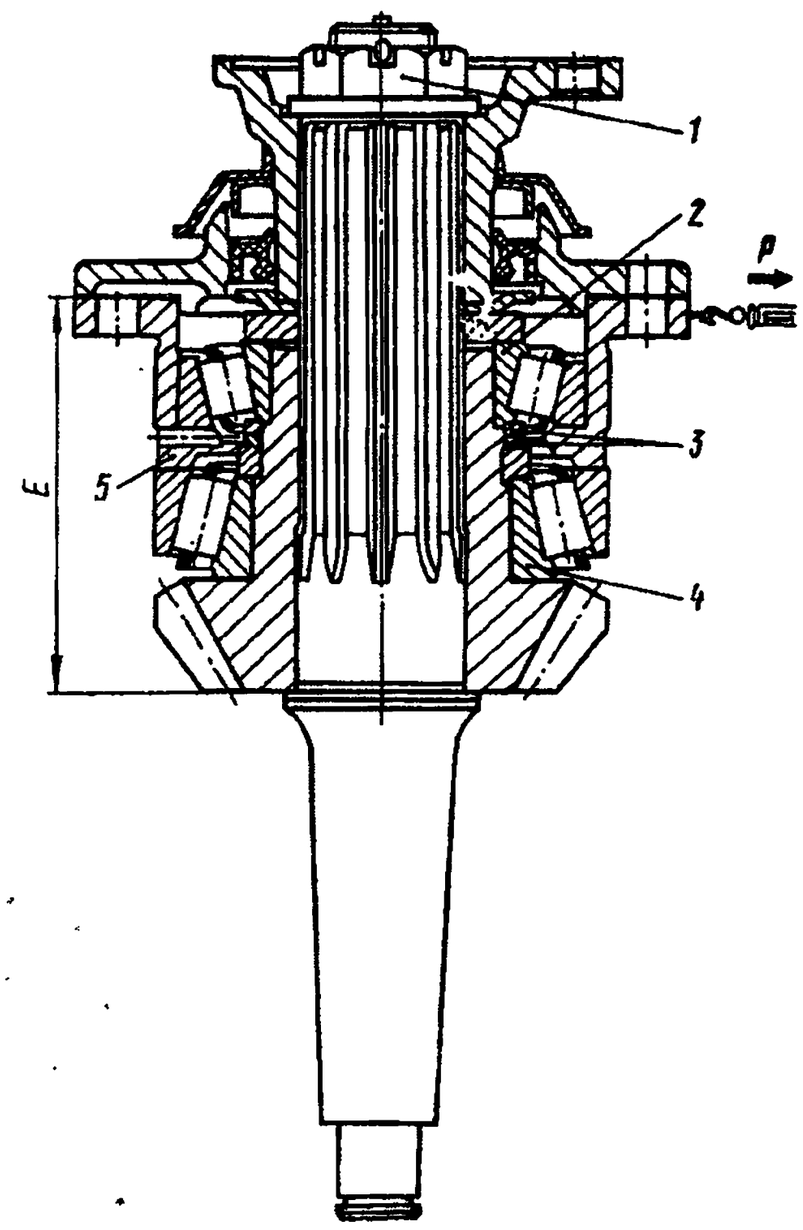

Рис. 224. Регулирование подшипников ведущего конического зубчатого колеса:
64. Отрегулируйте подшипники *2* и *4* (рис. 224) в следующем порядке: